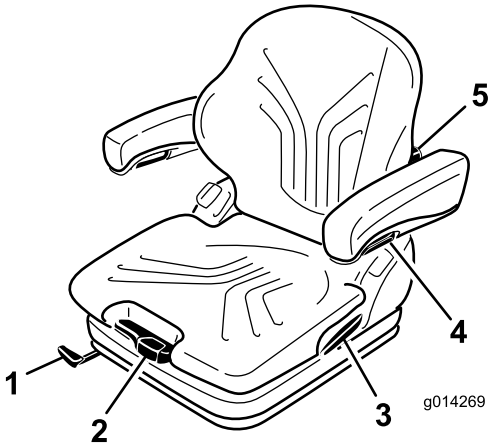

Figur 25
Du justerar sätet efter förarvikten genom att dra i eller trycka på viktjusteringsspaken (Figur 25).
1. Lyft spaken för att låsa upp sätet och justera det (Figur 25).
Du justerar lutningen i den övre delen av ryggstödskudden genom att föra justeringsknoppen uppåt. Du justerar lutningen i den nedre delen av ryggstödskudden genom att föra knoppen nedåt (Figur 25).
Du höjdjusterar armstöden genom att ta bort den runda hatten (Figur 25) från skyddet, lossa på sexkantsmuttern (13 mm) bakom det, justera armstöden till önskat läge och dra åt muttern. Sätt tillbaka hatten på muttern.
Justera armstödens vinkel genom att vrida på justeringsknoppen (Figur 25).
Dra upp låsspärren för att frigöra ryggstödets spärr (Figur 25). När du frigör ryggstödets spärr ska du inte utsätta ryggstödet för något tryck.